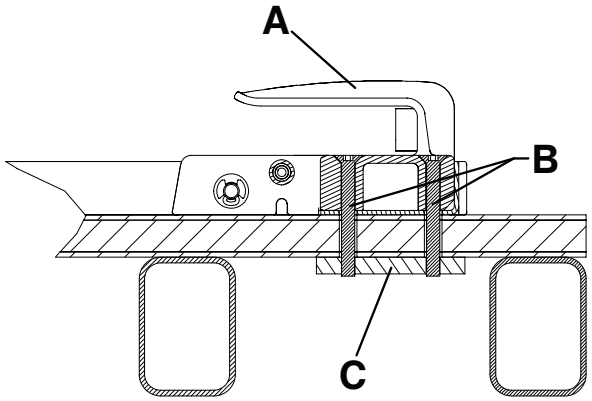
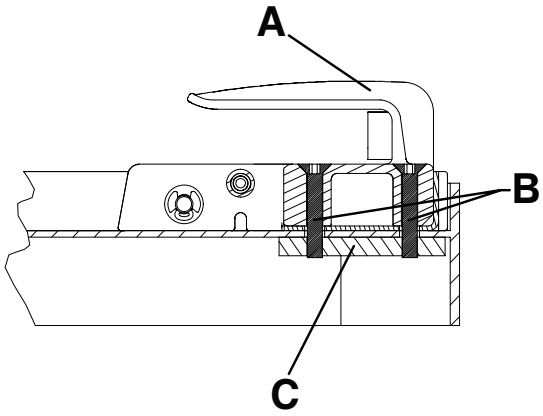

Figura 9 – Lato testa montato a pavimento – Vista 4A
Figura 10 – Lato testa montato su piattaforma – Vista 4B
- Per un ulteriore supporto è necessaria una piastra intermedia in acciaio (o equivalente) (C) (non fornita) (Figura 9 o Figura 10).